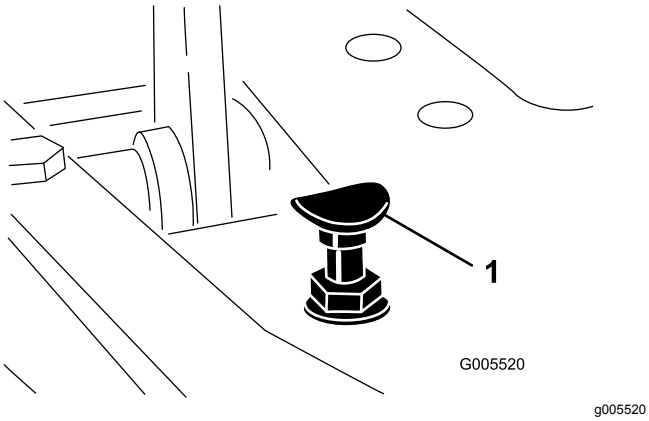

Figur 42
Du kommer upp i maximal transporthastighet genom att flytta funktionsreglaget till TRANSPORTLÄGET och trycka ned gaspedalen. Om pedalen får kontakt med stoppet (Figur 42) innan du känner någon spänning i kabeln genomför du följande justeringsprocedur:
1. Flytta funktionsreglaget till TRANSPORTLÄGET och lossa på låsmuttern som fäster pedalstoppet vid golvplattan (Figur 42).